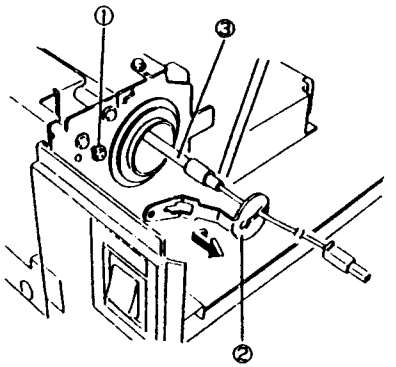

Рис. 3 NZM-0114
8. (Рис. 3): Снимите нагревательный стержень.
①. Ослабьте винт.
②. Снимите передний держатель.
③. Снимите нагревательный стержень.